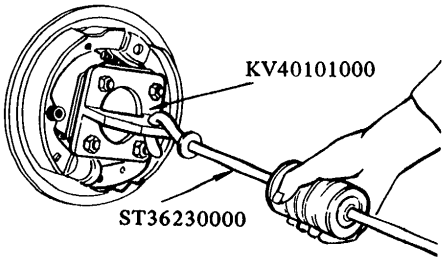

Fig. RA-5 Removing rear axle shaft
6. Remove the rear axle shaft with Rear Axle Stand KV40101000 and Sliding hammer ST36230000. See Figure RA-5.